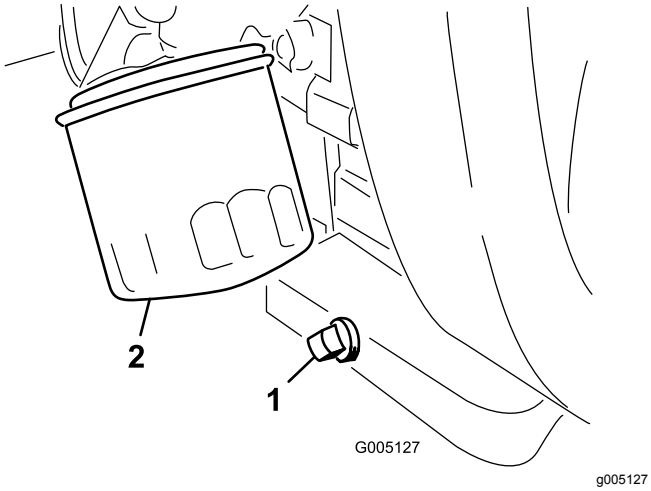

Figura 42
1. Togliete il tappo di spurgo (Figura 42) e lasciate defluire l'olio in una bacinella.
2. Pulite i filetti del tappo di spurgo, applicate sigillante PTFE e montate il tappo di spurgo (Figura 42).
3. Togliete il filtro dell'olio (Figura 42).